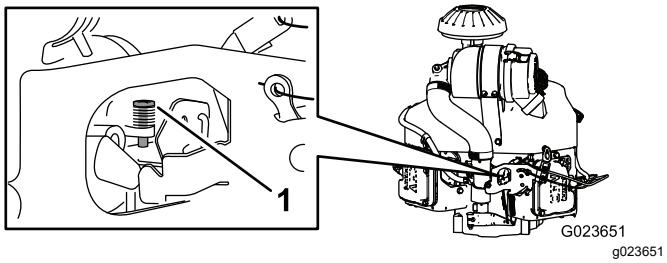

**Figuur 66**
4. Stel de aanslagschroef van de carburator (Figuur 66) zo in dat het stationaire toerental 1350 tot 1550 tpm bedraagt.